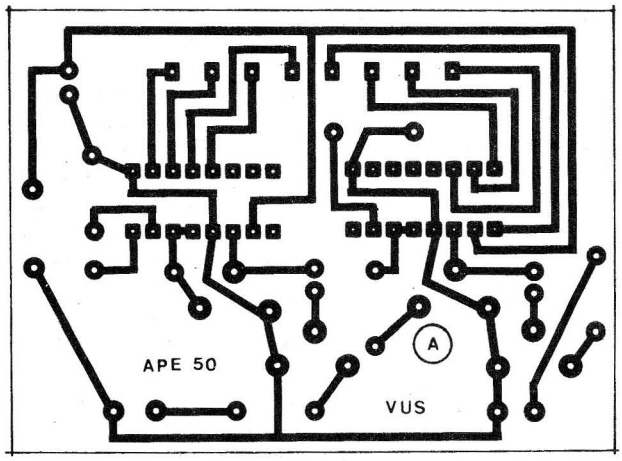

Fig.2
- **FIG. 2 - LAY OUT** DO CIRCUITO IMPRESSO ESPECÍFICO - PLACA "A" - Conforme já foi dito, o arranjo mecânico da montagem distribuiu o circuito sobre duas placas. Uma delas (A) comporta os dois Integrados, componentes de polarização e ajuste, etc. A outra (B), suporta a matriz de 16 LEDs. O arranjo final em "L" exige um certo rigor mecânico, nas medidas e disposições de ilhas, pistas, furos, etc. Assim, nas duas placas, recomendamos a confecção a partir de decalques apropriados, que promovem um resultado muito melhor e menos sujeito a "descasamentos" dimensionais que poderiam complicar as coisas ao final... Na fig. 2 temos o padrão cobreado de ilhas e pistas (escala 1:1) da placa "mãe" (A), enfatizando-se a barra de 8 contatos em linha (próxima à borda superior da placa, na ilustração...) destinado justamente ao acoplamento eletro-mecânico com a outra placa (B). O padrão geral é simples, e o Hobbysta não encontrará dificuldades em reproduzí-lo e confeccionar o Impresso... Aos iniciantes, recomendamos dar uma "passada" atenta nas INSTRUÇÕES GERAIS PARA AS MONTAGENS (lá no começo da Revista), na busca de importantes informações práticas a respeito da construção e aproveitamento de Circuitos Impressos...